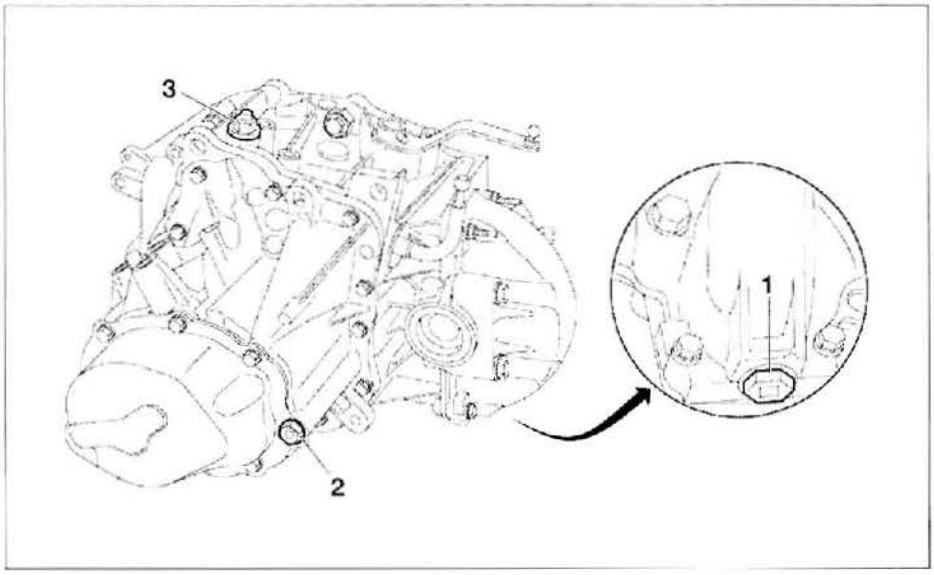

FIG. 11
- Desmontar el tapón (1) para efectuar el vaciado (Fig.11).
- Montar el tapón de vaciado (1).